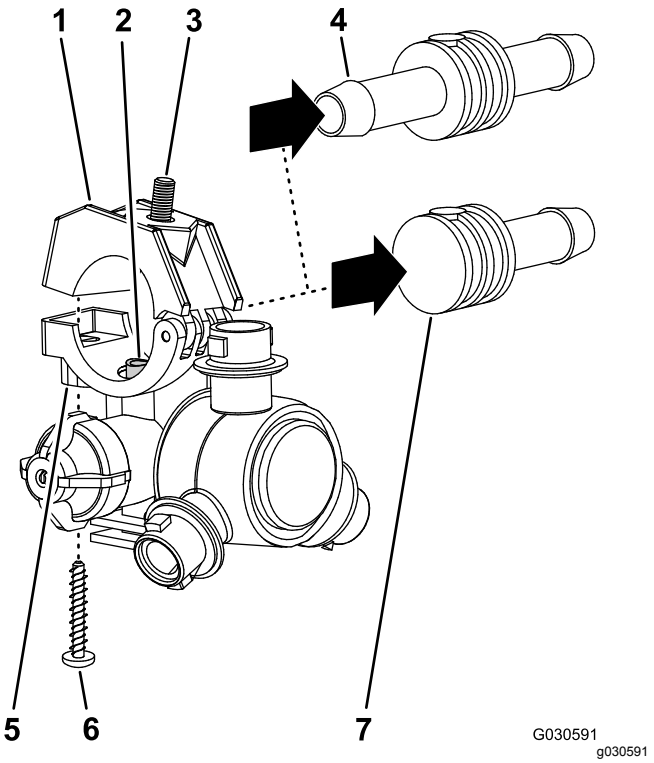

Figur 48
2. Afmonter den rustfri stålskrue (#12 x 1-1/4 tomme), der fastgør den øvre klemmehalvdel og dobbelt eller enkelt modhageslangeskaft (3/4 tomme) til sprøjtedysen, og adskil modhageslangeskaftet og slangen fra dysen (Figur 48).